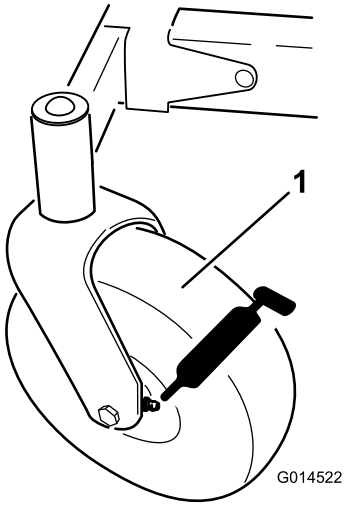
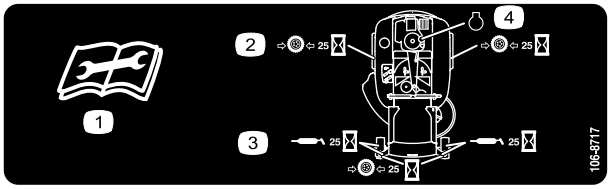

Figuur 32
Figuur 33
3. Reinig de smeernippels (Figuur 32 en Figuur 33) met een doek.
4. Zet telkens een smeerpistool op een nippel (Figuur 32 en Figuur 33).